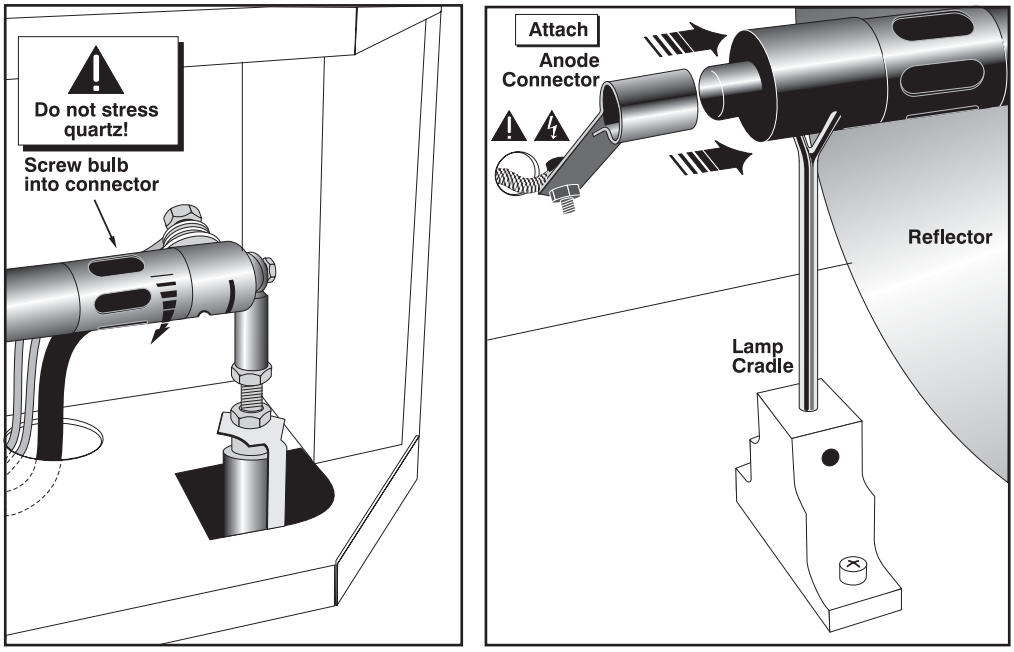

Figure 4.1. Install Bulb
8.1. ***With protective clothing and face shield on,*** insert the threaded cathode (–) end of the lamp into the negative lamp connector nut located in the rear of the lamp compartment and screw in fully (Figure 4.1, left portion). Hand-tighten only.
8.2. Rest the anode (+) end of the lamp on the lamp cradle as shown in Figure 4.1, right, and slip the positive lamp connector over the bulb end.